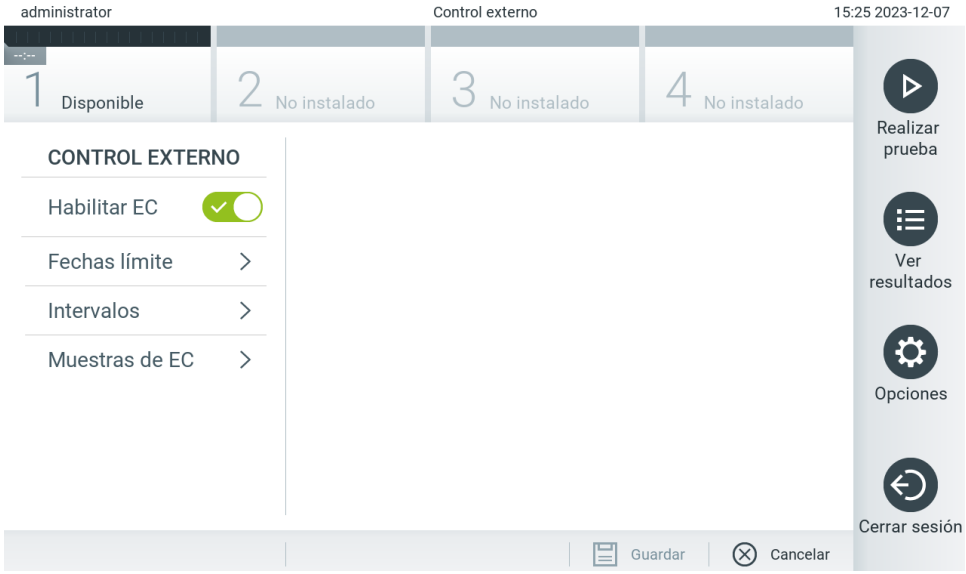

Figura 76. Pantalla External Control (Control externo).
3. Seleccione Due Dates (Fechas límite) y, a continuación, un ensayo de la lista para ver cuándo se realizó la última prueba de External Control (Control externo) por ensayo y módulo analítico y cuándo se cumple el plazo para la próxima prueba de External Control (Control externo) (Figura 76).